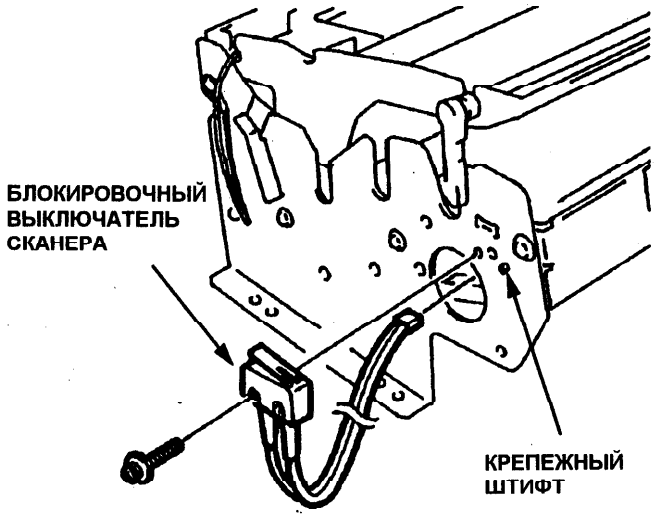

Рис. 1. Блокировочный выключатель сканера
4. Отвинтите винт, крепящий блокировочный выключатель к раме (Рис. 1).
Для правильной работы блокировочный выключатель сканера необходимо установить на крепежном штифте рамы в таком положении, как это показано на Рис. 1.